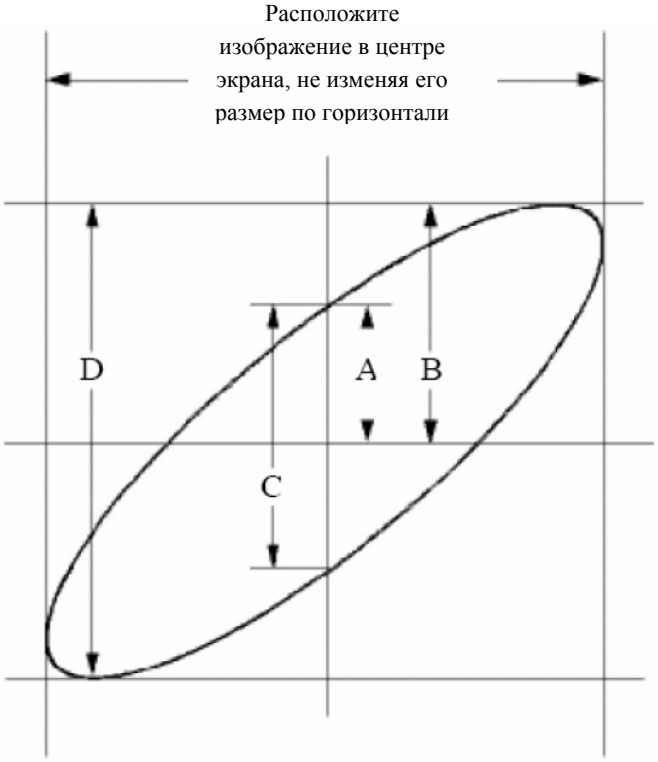

Рисунок 7-6 Фигура Лиссажу
(1) Установите ослабление 10X переключателем на пробнике и в меню канала CH1 осциллографа (см. параграф "**Установка коэффициента ослабления пробника**").
(2) Подключите с помощью пробников вход четырехполюсника к каналу CH1, а выход четырехполюсника к каналу CH2.
(3) Нажмите кнопку **Autoset** и получите на экране осциллограммы сигналов обоих каналов.
(4) С помощью регулятора **VOLTS/DIV** добейтесь приблизительно равной амплитуды этих сигналов.
(5) Нажмите кнопку **Display** для вызова меню **Display**.
(6) С помощью кнопки **H3** установите **ON** для **XY Mode**. Осциллограф отобразит эти сигналы в виде фигуры Лиссажу.
(7) С помощью регуляторов **VOLTS/DIV** и **VERTICAL POSITION** получите оптимальное отображение формы сигнала.
(8) Используя метод эллипса, вычислите разность фаз между сигналами двух каналов (см. рис. 7-6).